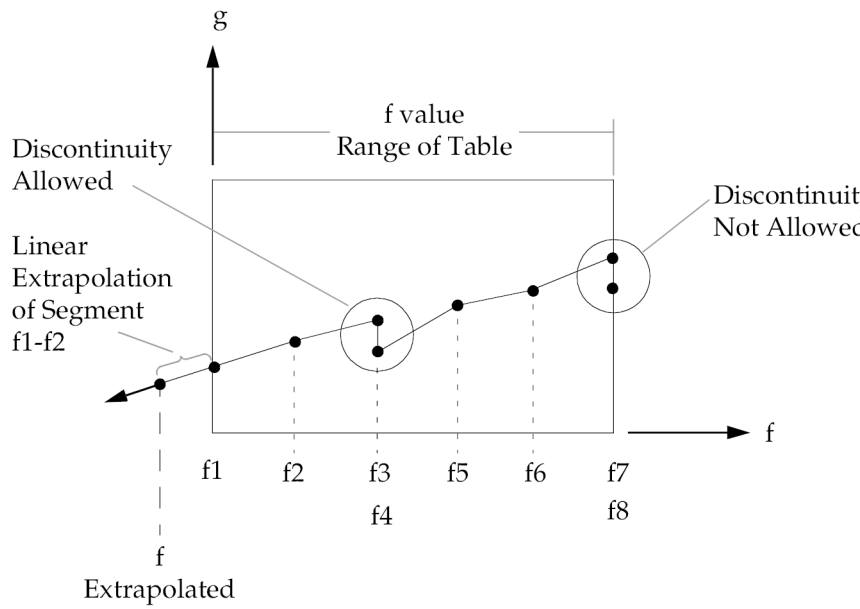

Figure 18-1. Extrapolation of and Discontinuity in Damping Values
8. Except at the lowest and highest frequencies in the range of the table, damping values can be discontinuous. At a discontinuity, the damping value used is the average of the discontinuous damping values. For example, in Figure 18-1, the damping value used at f = f3 = f4 is g = (g3 + g4) / 2.